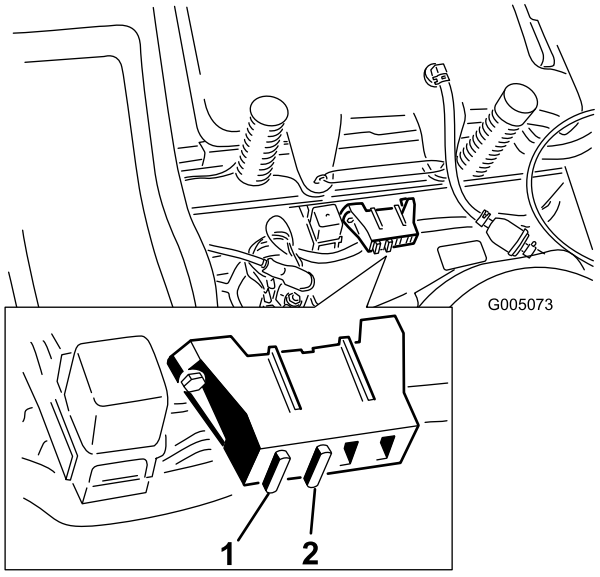

Figur 36
1. Hev setet for å få tilgang til sikringsholderen (Figur 36).
2. Når du skal bytte sikring, må du dra i sikringen for å få den ut (Figur 36).